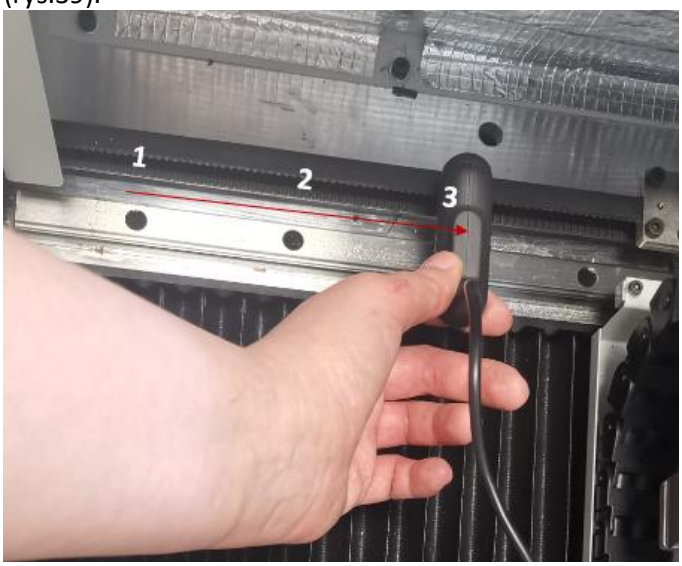

Rys. 39 Miejsce pomiaru napięcia paska zębatego na osi X1
3. Pomiar napięcia paska zębatego na osi X1 (rys.39):
- Przyłożyć jeden z mikrofonów do paska umieszczając go na wprost w odległości nad paskiem 5 mm, w miejscu trzeciego czarnego otworu montażowego prowadnicy liniowej licząc od prawej strony drukarki (rys.39).